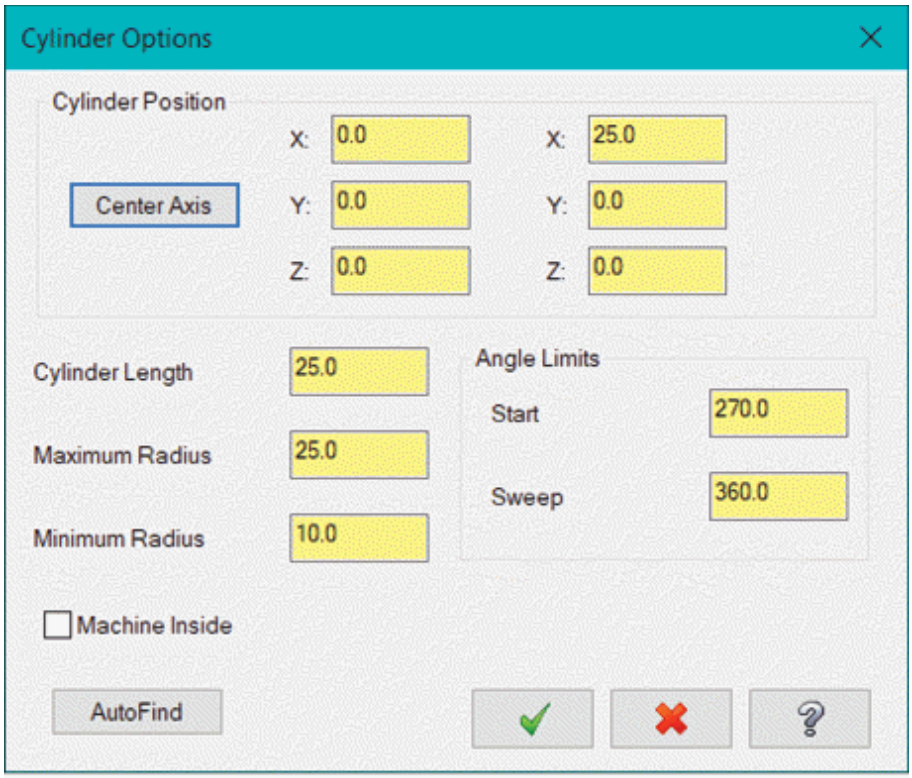

Figure-37. Cylinder Options dialog box
- Select desired option from the **Pattern Options** drop-down to define shape of toolpath. By default, **Surface(s)** option is selected in this drop-down, so you can select desired surfaces to be machined. Select the **Cylinder/Sphere/Box** option from the drop-down to use respective shape for generating cutting toolpath. If the **Cylinder**, **Sphere**, or **Box** option is selected in the drop-down then click on the **Select** button next to drop-down for defining parameters. The option dialog box for respective shape will be displayed; refer to Figure-37.